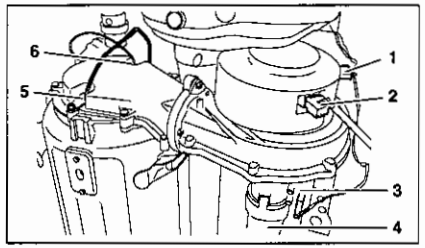

afb. 39 Stekker van ventilator en gasblok verwijderen
- Verwijder de stekkers (afb. 39, **pos. 1**, **2** en **3**) van de gas/luchteenheid.
- Demonteer de luchtaanzuigbuis van de gas/luchteenheid (afb. 39, **pos. 4**).
- Verwijder de stekker van de ionisatiepen (afb. 39, **pos. 6**) en de gloeiplug (afb. 39, **pos. 5**).